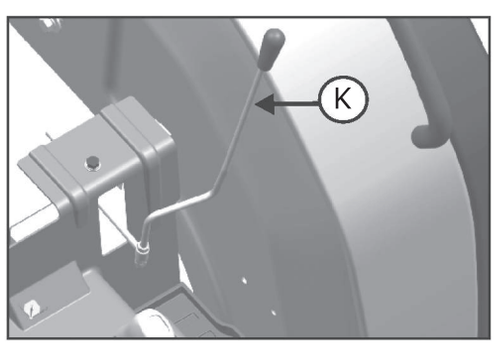

Рис. 4.18
4.18 Рычаг гидравлического распределителя (дополнительная опция), рис. 4.18